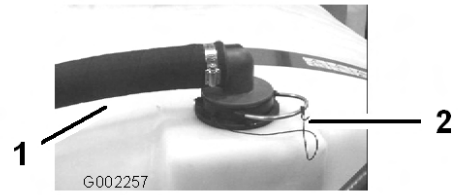

Figur 62
2. Fjern holderen fra den røde fitting, som er fastgjort til den store slange oven på tanken (Figur 62).
3. Fjern slangen fra tanken (Figur 62).